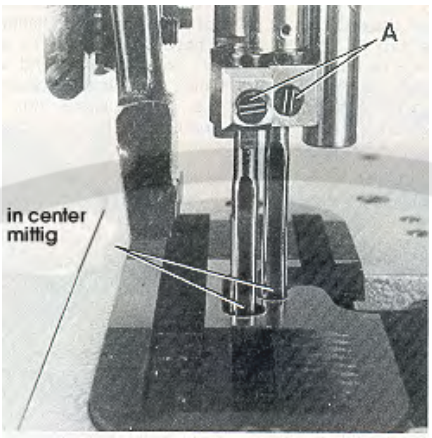
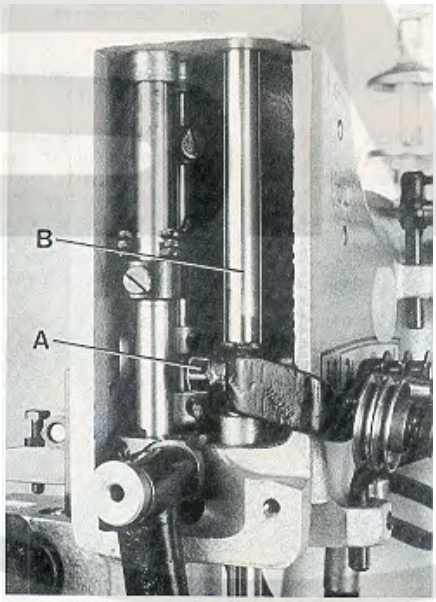

Fig. 3
Fig.4
Before adjusting the machine insert a new set of needles with the shank as far as possible into the needle holder. The long groove of the needles must point to the front (towards the operator). Tighten the set screws (A, Fig. 3) on the tapered fastening flats of the needle shanks.
Remove the face cover and the finger guard left on the machine head as well as the upper feed dog and the presser foot. Rotate handwheel in operating direction and check if the needles center in the associated needle holes of the throat plate (see Fig. 3). If not loosen clamp screw (A, Fig. 4) in the needle bar connection and turn the needle bar (B) accordingly. Retighten screw (A.).
Setzen Sie vor dem Einstellen der Maschine einen Satz neuer Nadeln so ein, daß der Nadelkolben oben im Nadelhalter anstößt und die lange Rinne der Nadeln nach vorne (zur Bedienungsperson) zeigt. Ziehen Sie die Gewindestifte (A, Fig. 3) auf der konischen Befestigungsfläche am Nadelkolben fest.
Entfernen Sie den Abschlußdeckel und den Fingerschutz links am Maschinenkopf, sowie den Obertransporteur und den Drückerfuß. Drehen Sie das Handrad in Nährichtung und prüfen Sie, ob die Nadeln mittig in die zugehörigen Stichlöcher der Stichplatte einstechen (siehe Fig. 3). Wenn nicht, lösen Sie die Klemmschraube (A, Fig. 4) im Nadelstangenmitnehmer und drehen die Nadelstange (B) entsprechend. Ziehen Sie die Schraube (A) wieder an.
If an adjustment is necessary loosen clamp screw (A, Fig. 4) in the needle bar connection and move the needle bar (B) up or down, as required. Care should be taken not to disturb the alignment of the needle bar when making this adjustment. Retighten clamp screw.
Ist eine Einstellung notwendig, lösen Sie die Klemmschraube (A, Fig. 4) im Nadelstangenmitnehmer und schieben Sie die Nadelstange (B) entsprechend nach oben oder unten. Beachten Sie, daß bei dieser Einstellung die Ausrichtung der Nadelstange nicht verändert wird. Ziehen Sie die Klemmschraube wieder an.